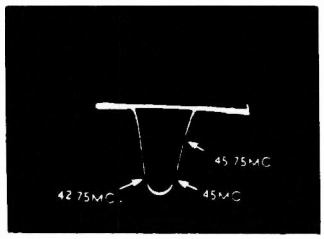

Fig. 18 Overall IF Response.
8. With the test equipment set up as in Step 7, alternately adjust the 2nd IF, 3rd IF, 1st IF and the converter plate coil until an overall response curve similar to Fig.18 is obtained. Do not adjust the 4th IF in this step. It will be found that the 2nd IF affects the low side (42.75 Mc) and the 3rd IF the high side of the response curve.